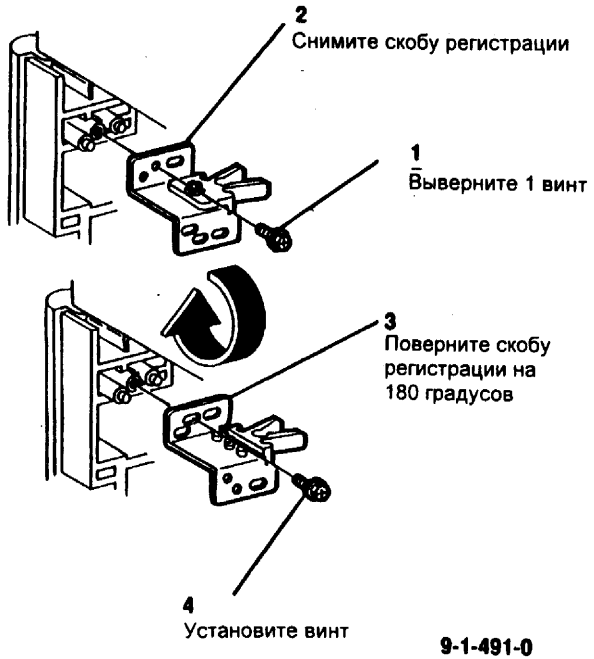

Рис. 1 Поворот скобы регистрации (лоток 2 или лоток 3)
3. (Рис. 1) Поверните скобу регистрации.